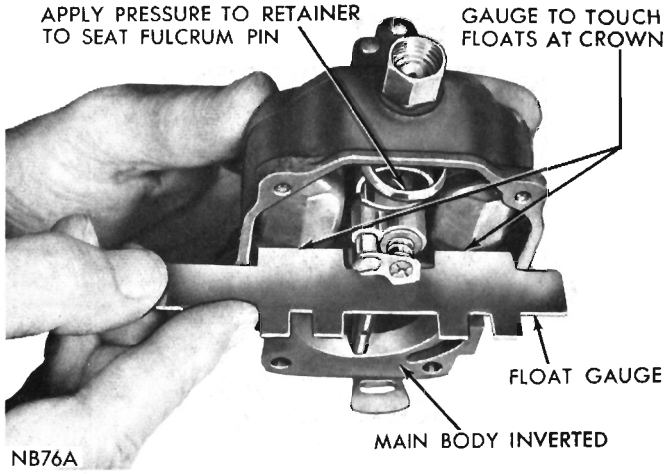

Fig. 12—Checking Float Setting
(1) Install floats with fulcrum pin and pin retainer in main body.
(2) Install needle, seat and gasket in body and tighten securely.
(3) Invert main body so that weight of floats **only,** is forcing needle against seat. Hold finger against retainer to fully seat fulcrum pin.
(4) Using Tool T109-282, or a T scale, check float, (Fig. 12). There should be 1/4 inch from surface of fuel bowl to crown of each float at center.